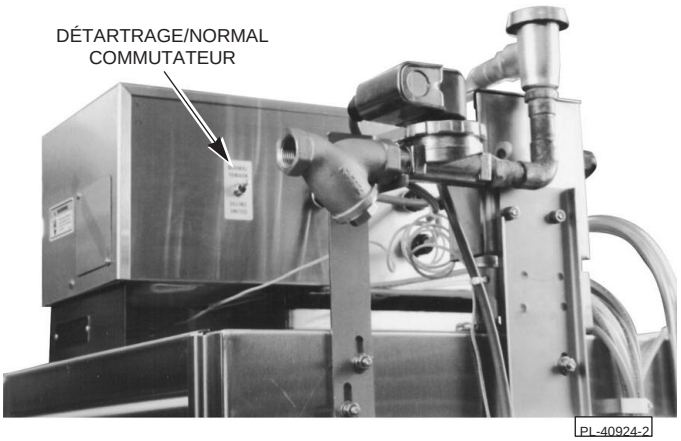

**FIG. 21**
8. Mettez le commutateur de *DÉTARTRAGE/ NORMAL (DELIME/NORMAL)* (situé à l'arrière du boîtier de commande, Fig. 21) en position Delime (Détartrage). Aucune des autres fonctions de la machine ne fonctionnera en mode delime (détartrage).